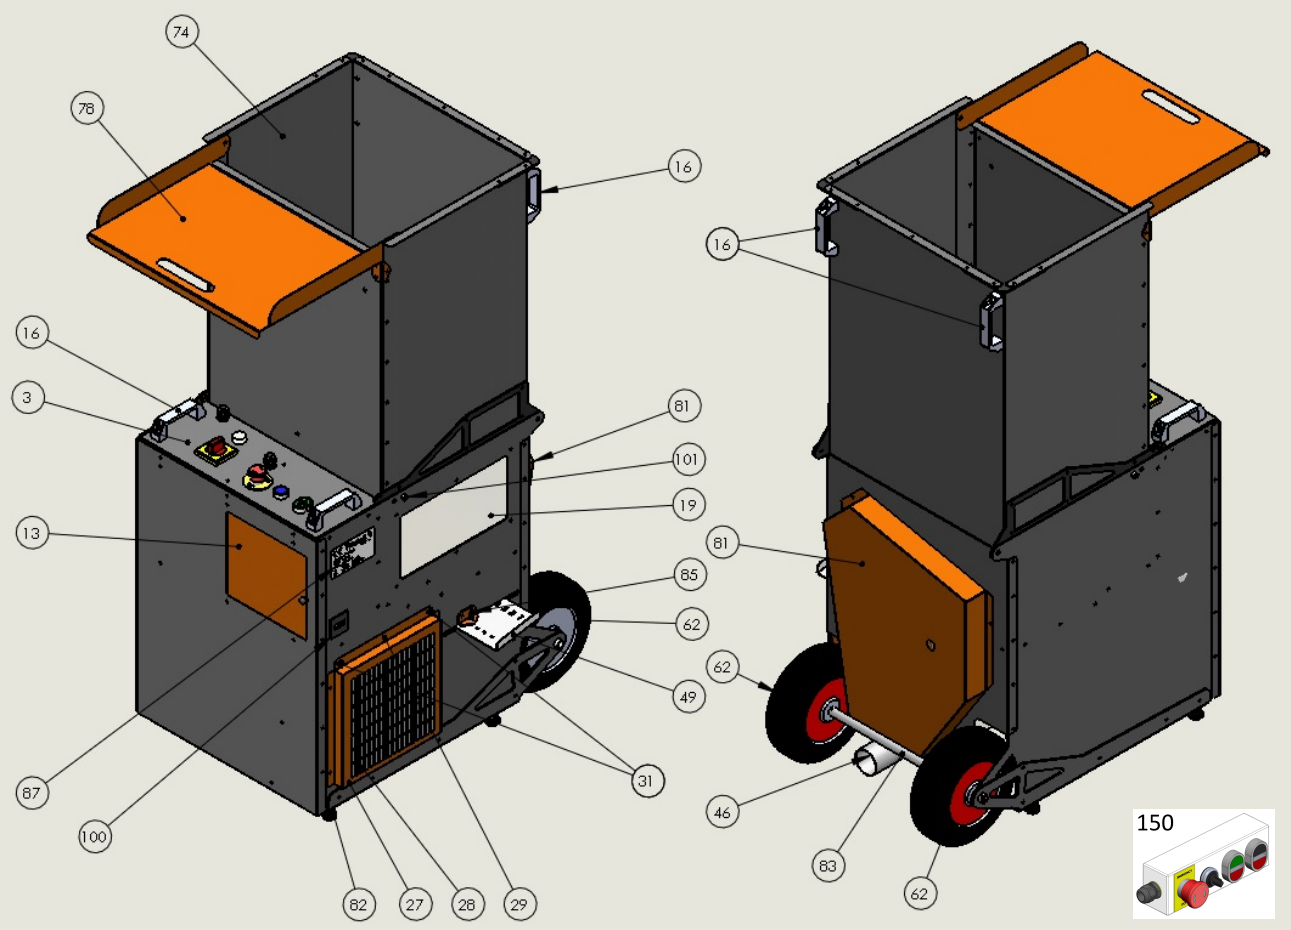

Figura 1: *Esquema general de la máquina*
c) Tire de las asas de transporte (posición 16 de la figura 1), y haga vascular la tolva hasta que las asas se apoyen en las ruedas hinchables.